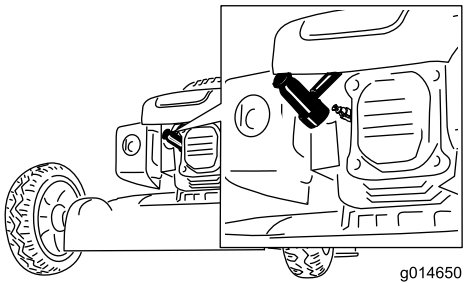

Figuur 37
2. Trek de bougiekabel los van de bougie (Figuur 37) voordat u onderhoudswerkzaamheden uitvoert.